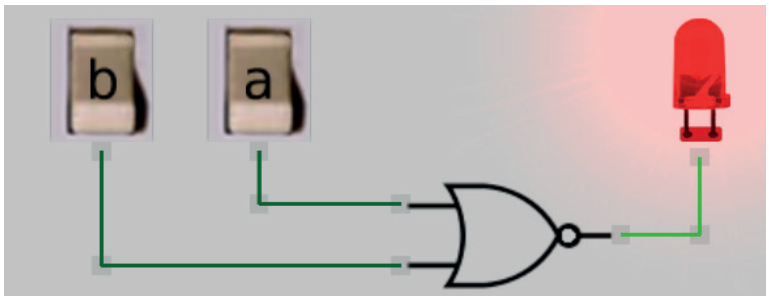

Figura 3.58 – Simulação da porta NOU de 2 entradas no Atanua.
27. Utilizando o software de simulação Atanua, simule a porta NOU (NOR) conforme a figura 3.58. Compare a simulação com a tabela 3.19.